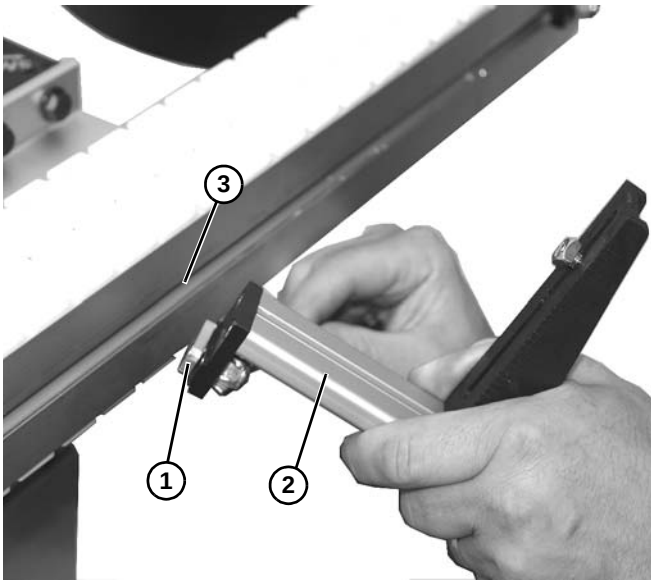

Figure 37
1. Install stud **(Figure 37, item 1)** on guiding assembly **(Figure 37, item 2)** into side rail channel **(Figure 37, item 3)**. The end guiding assemblies should be no greater than 12" from end of the conveyor.